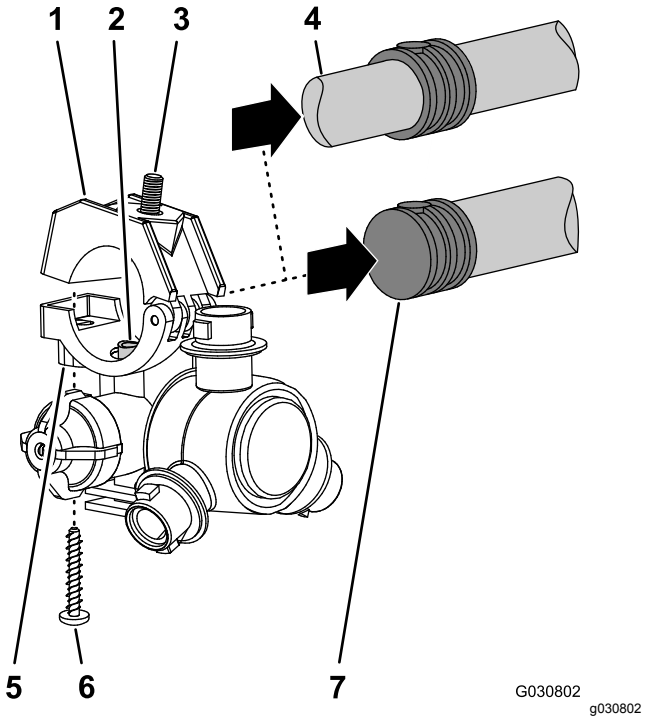

Figur 133
5. Ved arbejde med de 8 sprøjtedyser, du afmonterede i trin 1, skal du fjerne de rustfri stålskruer (nr. 12 x 1-1/4 tomme), som fastgør de øverste klemmehalvdele og dobbelt- eller enkeltmodhage-skafterne (3/4 tomme) til kroppen af hver af sprøjtedysene, og fjerne modhage-slangeskafterne (Figur 133).